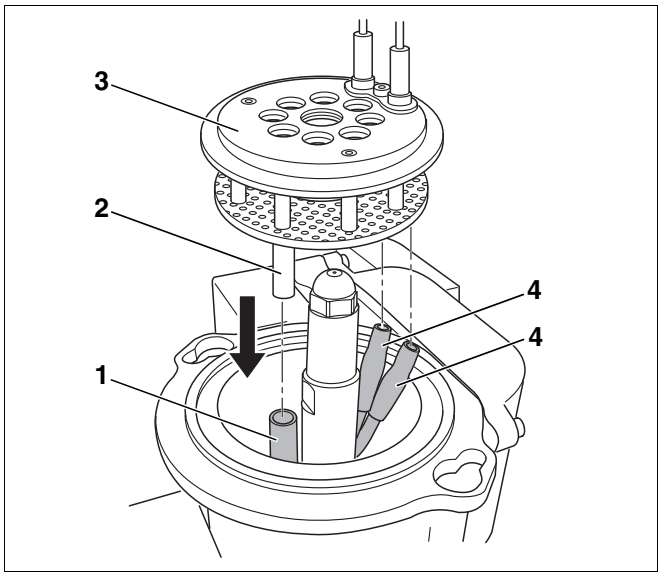

Afb. 35 Mengsysteem monteren
- Plaats het mengsysteem (afb. 35, **pos. 3**) terug.
- Bevestig de ontstekingsleidingen (afb. 35, **pos. 4**) op correcte wijze.
- Schuif de kijkbuis (afb. 35, **pos. 2**) in de houderleiding (afb. 35, **pos. 1**).